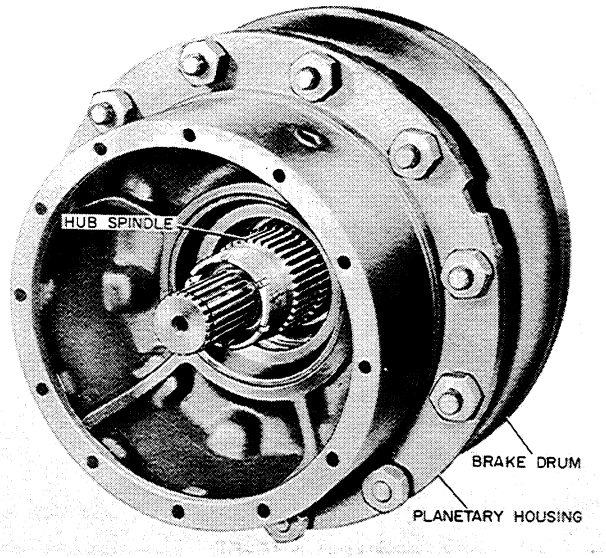

Figure U-54
1. Install the brake drum and hub assembly onto the spindle hub and over brake shoes, Figure U-54.